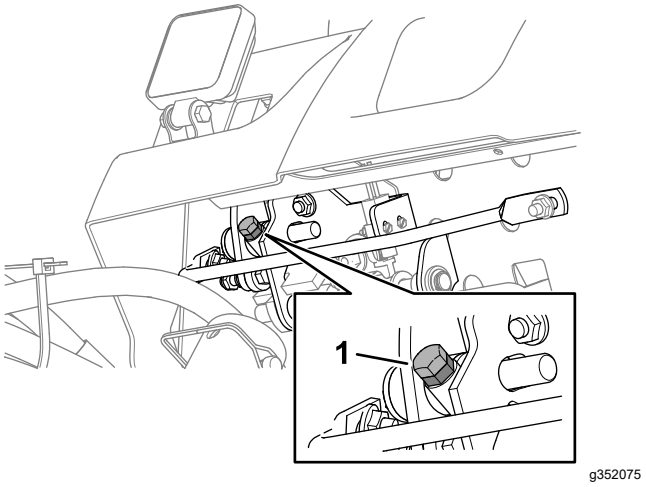

**Figur 91**
- Vrid anslagsskruven för hastighetsreglering (Figur 91) medurs för att minska klipphastigheten.